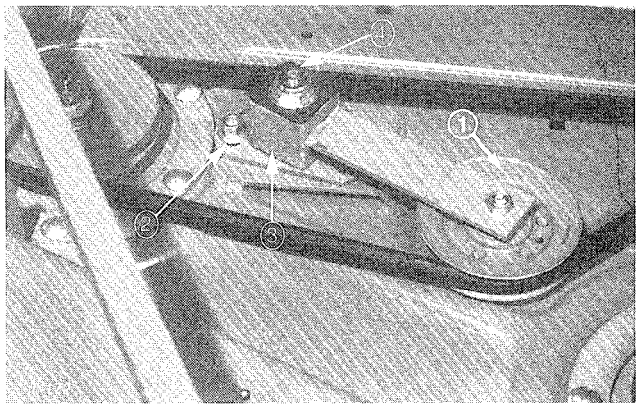

Figure 3
2. Loosen (2) nuts securing idler plate so tension of the idler pulley against the belt is released (Fig. 3).
3. Remove belt from right spindle pulley (Fig. 3).